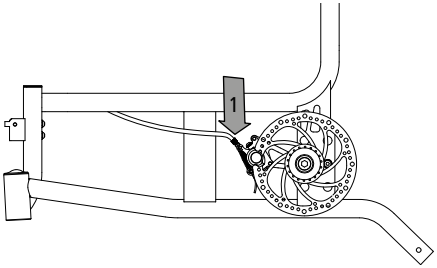

fig. 31
1. Per ottenere una frenata uniforme la forza va regolata con la rispettiva vite di registrazione (cilindro freno sinistro/cilindro freno destro) (1, fig. 31).